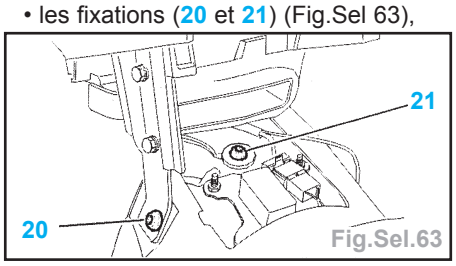

Fig.Sel.63
• les fixations (20 et 21) (Fig.Sel 63),